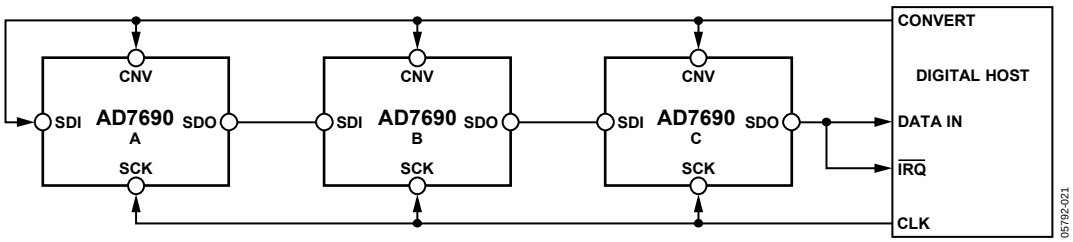
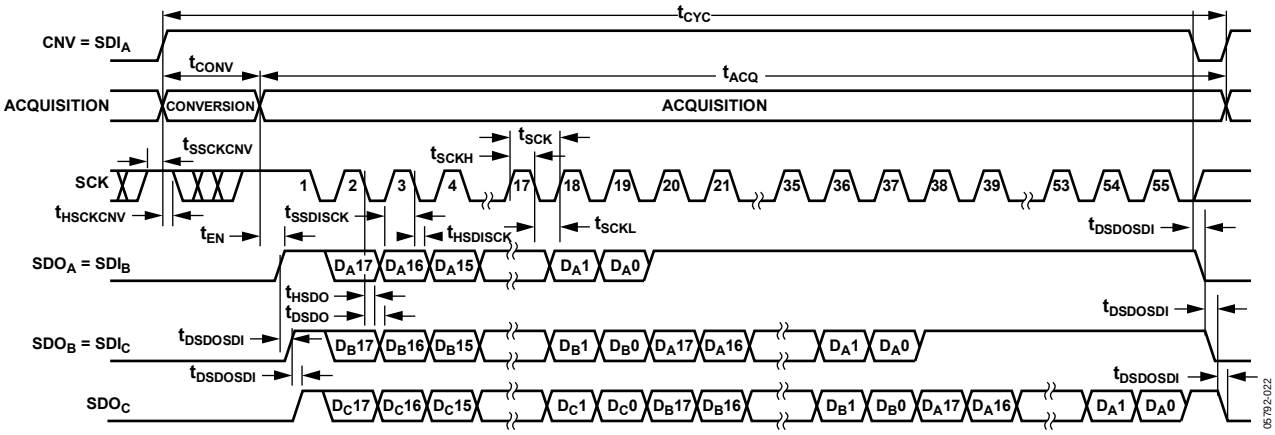

Figure 44. Chain Mode with Busy Indicator Connection Diagram
Figure 45. Chain Mode with Busy Indicator Serial Interface Timing
- In chain mode if SCK is high during the CNV rising edge (see Figure 45).
A connection diagram example using three AD7690s is shown in Figure 44, and the corresponding timing is given in Figure 45.
When SDI and CNV are low, SDO is driven low. With SCK high, a rising edge on CNV initiates a conversion, selects the chain mode, and enables the busy indicator feature. In this mode, CNV is held high during the conversion phase and the subsequent data readback. When all ADCs in the chain have completed their conversions, the SDO pin of the ADC closest to the digital host (see the AD7690 ADC labeled C in Figure 44) is driven high. This transition on SDO can be used as a busy indicator to trigger the data readback controlled by the digital host. The AD7690 then enters the acquisition phase and powers down. The data bits stored in the internal shift register are clocked out, MSB first, by subsequent SCK falling edges. For each ADC, SDI feeds the input of the internal shift register and is clocked by the SCK falling edge. Each ADC in the chain outputs its data MSB first, and 18 × N + 1 clocks are required to read back the N ADCs. Although the rising edge can be used to capture the data, a digital host using the SCK falling edge allows a faster reading rate and consequently more AD7690s in the chain, provided the digital host has an acceptable hold time.